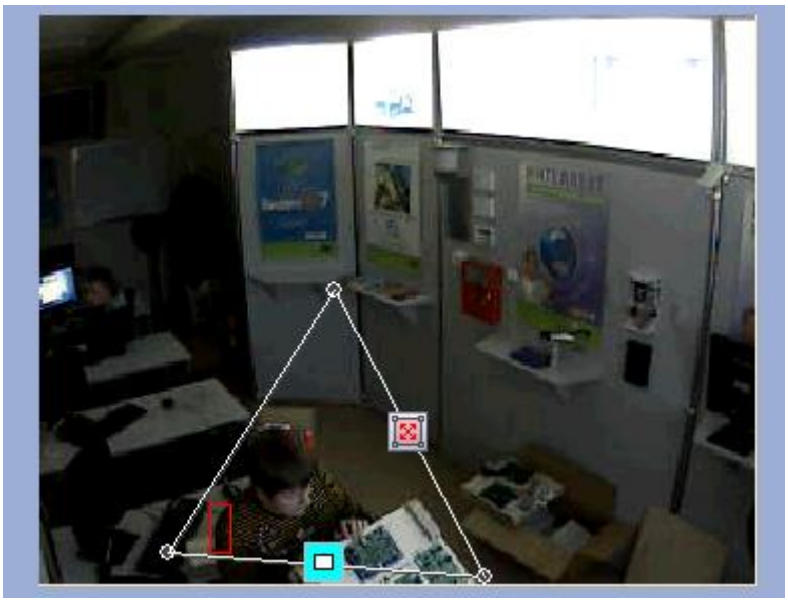

Figure 8.4-77 Motion in the area detector
3. In the “Video preview” field (Figure 8.4-76, 3), set, by one by one clicking left mouse button, nodal points of the area which state is to be analysed (Figure 8.4-77).Only one area can be added. If there is an attempt to add a second area, the first one will be deleted.